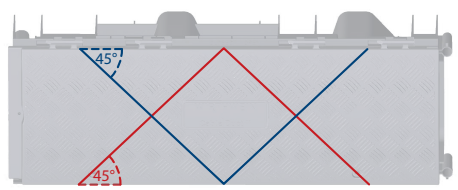
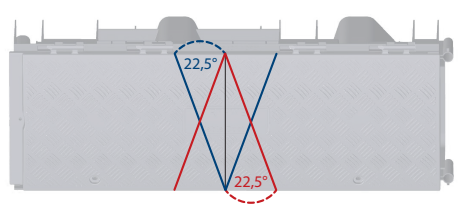

Abbildung 1: Schnittverläufe für 90°-Winkelelement
Abbildung 2: Schnittverläufe für 45°-Winkelelement
2. Markieren Sie die Schnittlinien auf der Oberseite und den Seiten des Kabelkanal mit Hilfe der in Abbildung 1 bzw. Abbildung 2 dargestellten Schnittverläufe. Beachten Sie die farblich gekennzeichneten Schnittverläufe für links- und rechtsseitige Streckenänderungen.